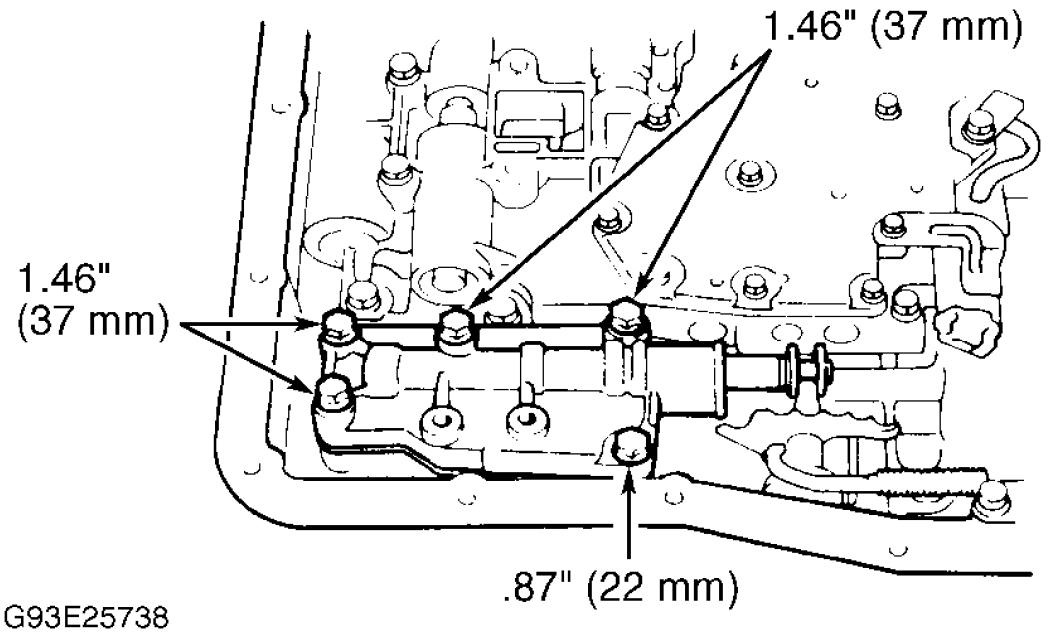

Fig. 3: Locating Manual Valve Body Bolts
2. Align manual valve with pin on manual shaft lever. Lower manual valve body into position. Install 5 bolts finger tight. See **Fig. 3** . Install detent spring. Ensure manual valve lever is in contact with center of roller at tip of detent spring. Install 2 bolts finger tight. Tap oil tubes into position. DO NOT bend or damage tubes during installation. Install oil tube bracket.